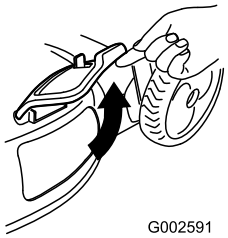

Figur 30
2. Løft sideudblæsningspladen for at åbne den (Figur 30).